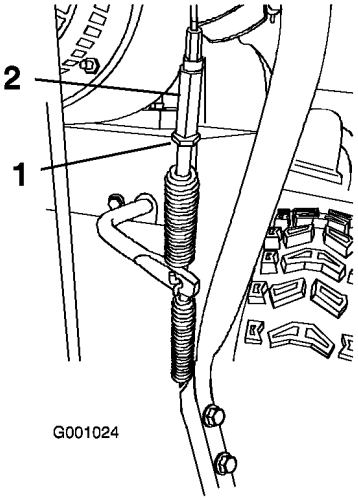

Figura 41
5. Allentate il controdado (Figura 41).
6. Allentate o serrate il tornichetto che regola la tensione del cavo (Figura 41).